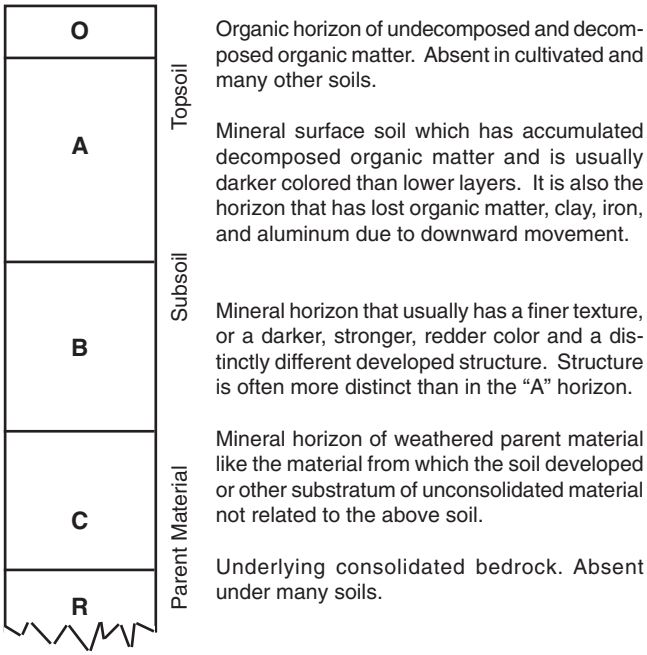

Figure 1. Hypothetical soil profile showing the letter designation used in describing the major kinds of horizons usually present.
The term "soil profile" is an important concept to learn. Soil profile is a side view or vertical cross-section of the soil as seen in a ditch bank or dug pit that allows the topsoil and subsoil to be examined. When we look beneath the surface of the soil, we see that the soil is divided into layers or "horizons." These layers differ in color, physical properties, chemical composition, and biological characteristics. This is the soil profile. It has three major parts or horizons: (1) the topsoil or "A" horizon, (2) the subsoil or "B" horizon, (3) the parent material or "C" horizon. A hypothetical soil profile is shown in Figure 1. Most land judging decisions are based on a soil profile that is at least 40 inches deep.